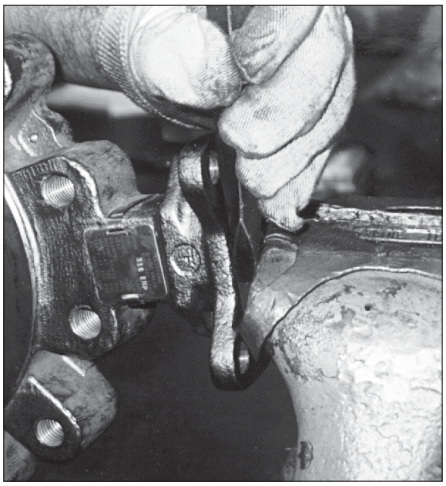

Figura 2 - Extracción del eje superior del buje de disco superior.
1. Cuando extraiga el eje superior (3) del disco (2), agarre los dientes del tornillo de banco en el área del eje superior (3) sobre la placa superior del cuerpo de la válvula.
2. Una vez que los dientes del tornillo de banco estén fijados contra el eje superior (3), coloque el cincel/punzón con forma de cuña entre la placa superior del cuerpo de la válvula (1) y el tornillo de banco. (véase Figura 2)